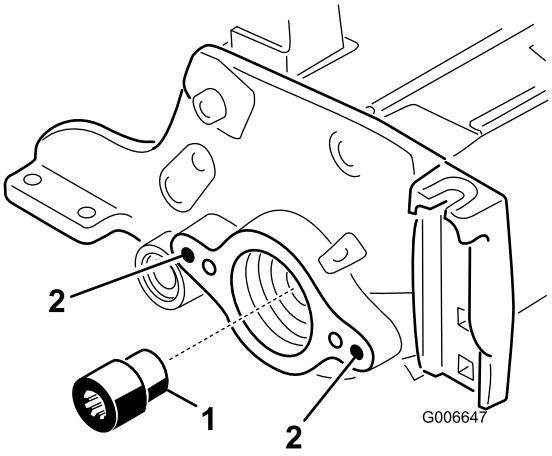

Figura 22
19. Usando la Herramienta para el eje del molinete, retire el inserto acanalado del extremo del motor del eje del molinete (Figura 22). Utilice la herramienta del eje de arrastre del molinete, Nº de Pieza TOR4074. Limpie toda la grasa del taladro roscado donde estaba el inserto acanalado.
20. Instale el inserto acanalado nuevo (más largo) en el eje del molinete (Figura 22). Aplique Loctite azul a la rosca del inserto antes de la instalación. Apriete a 115–129 N·m.